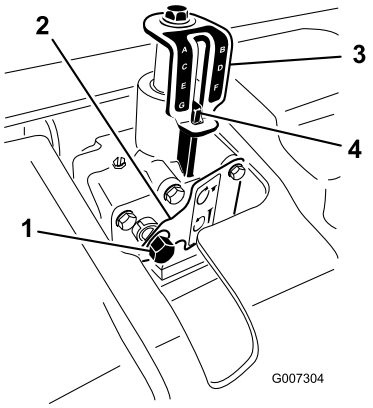

Figur 21
3. Sett inn en 9/16 tommers sperrehake på dybdeinnstillerens inngående aksel (Figur 21).
5. Roter dybdeinnstillerens inngående aksel med klokken for å redusere dybden til luftemaskinen, eller roter mot klokken for å øke dybden til luftemaskinen. (Figur 21).
6. Roter dybdeinnstillerens inngående aksel til den ønskede dybden oppnås som vist på indikatormerket for dybde (Figur 21).